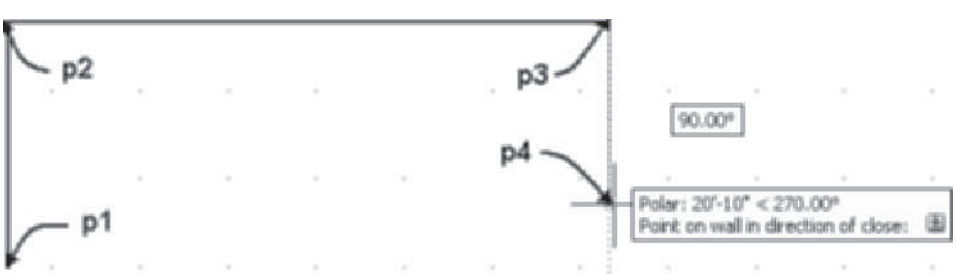

FIGURE 2.65 *Location of points for wall segments*
9. Move the pointer from the Properties palette, and begin drawing the walls using direct distance entry and typing the distances in the workspace as shown in the following workspace prompts and in Figure 2.65.
Start point or: 75',40'[24000,12000] ENTER *(Point* p1 *is established as shown in Figure 2.65.)*
Point on wall in direction of close: (Move the pointer down to Auto Track tooltip Polar Tracking angle = 270° and select a point near p4 as shown in Figure 2.65.)